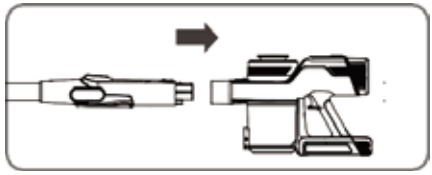

Figure 1
- Push the end of the aluminum tube horizontally into the vacuum hole of the main machine to ensure that it is compact and not loosened, and that the installation is successful after the sound of clacking is heard. (figure 1